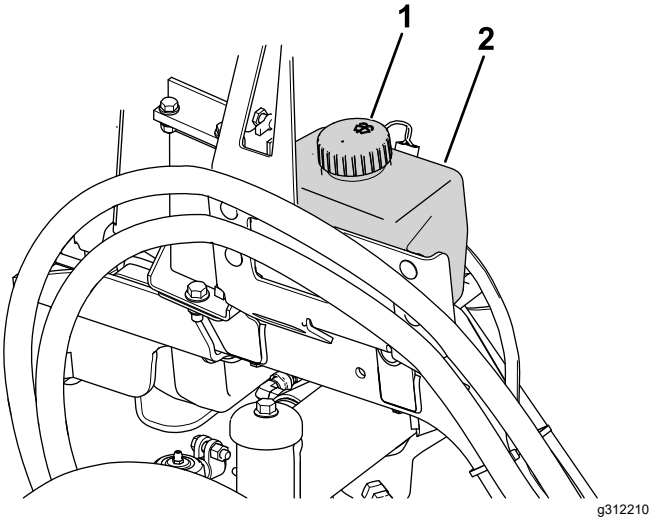

Figuur 88
1. Verwijder de dop (Figuur 88) op het reservoir.